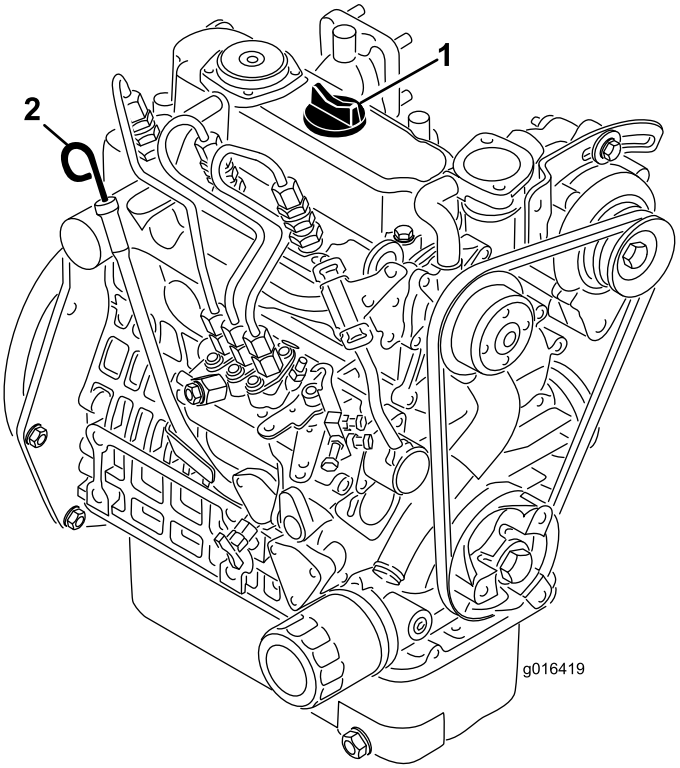

Figur 22
2. Ta ut peilestaven og tørk den med en ren fille (Figur 22). Sett peilestaven inn i røret, og pass på at den når helt ned. Fjern peilestaven fra røret, og sjekk oljenivået. Hvis oljenivået er lavt, fjern oljelokket fra ventildekslet og fyll **sakte** på nok til å heve nivået til merket ”full” på peilestaven. Hell i olje sakte, og kontroller nivået ofte underveis. **Ikke fyll på for mye.**